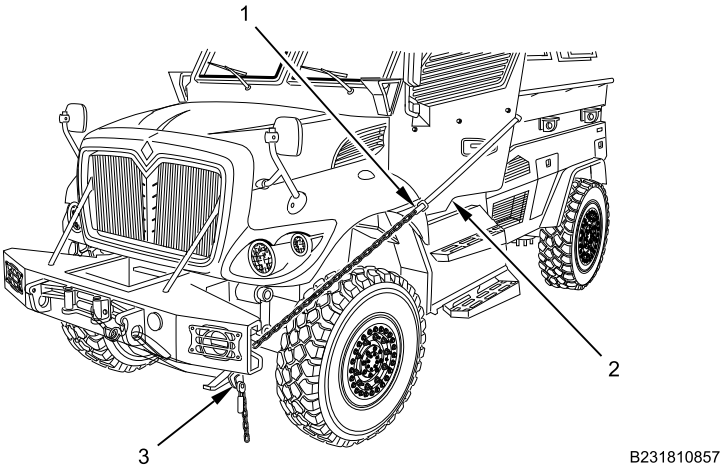

Figure 6. Chain Hoist.
3. Remove chain hoist (Figure 6, Item 1) from lifting strap around front towing eye (Figure 6, Item 3).
4. Remove chain hoist (Figure 6, Item 1) from lifting strap (Figure 6, Item 2) around door armor plate bolt.